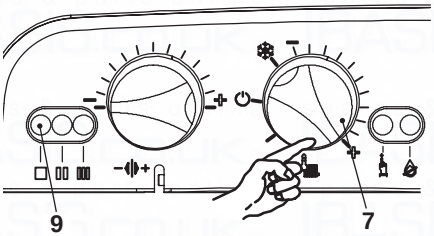

Fig. 7.9
- Turn the boiler ON positioning the control selectors 7 in the positions as shown in as in Fig. 7.9 and ensure that the timer selector switch and room thermostat, if fitted, are set to “heat demand”.
- Watch the gauge and check to see if the ignition pressure registered corresponds to the values as given in the Technical Data. Turn off the boiler and reignite it by turning the function selector 7 to the OFF position and then back to that indicated in Fig. 7.9.